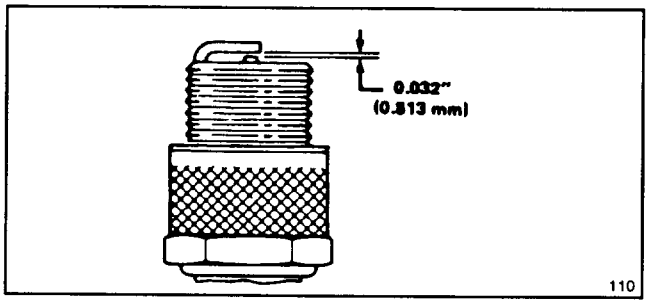

**Figure 19**
3. Set air gap at 0.032" (0.81 mm) (Fig. 19). Install correctly gapped spark plug and gasket seal. Tighten plug firmly to 10 ft–lb (13.6 N·m).